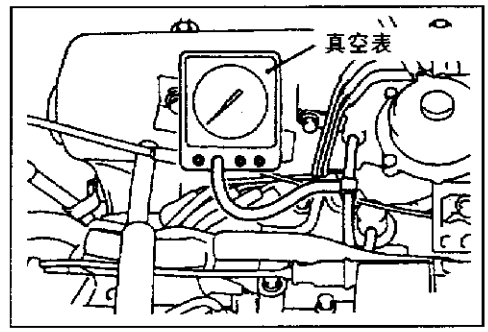

图 2－1－8
(3)将一个三通接头接在燃油压力调节器与进气增压器之间的真空软管上，接上真空表，如图 2－1－8 所示。